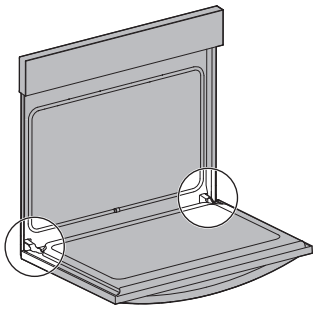

Figure 24: Emplacement de la charnière de la porte
1. Ouvrez complètement la porte du four, parallèlement au sol (Figure 24).
3. Ouvrez complètement la porte du four (parallèlement au sol (Figure 24).